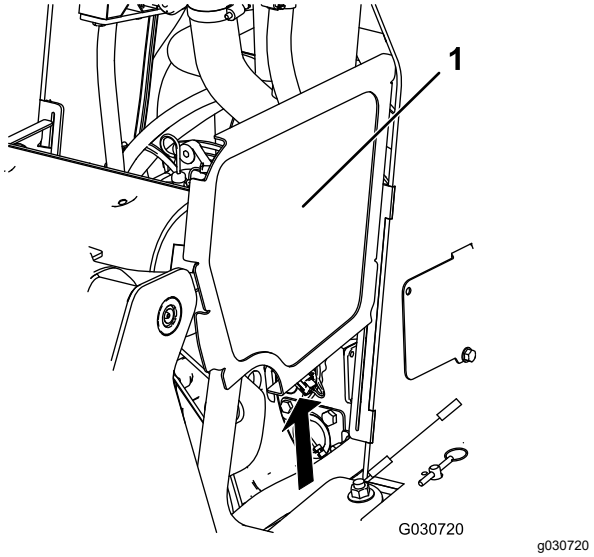

**Figur 35**
2. Skjut sidoskärmarna (Figur 35) uppåt och ut ur skårorna i frontskärmen och ramen.